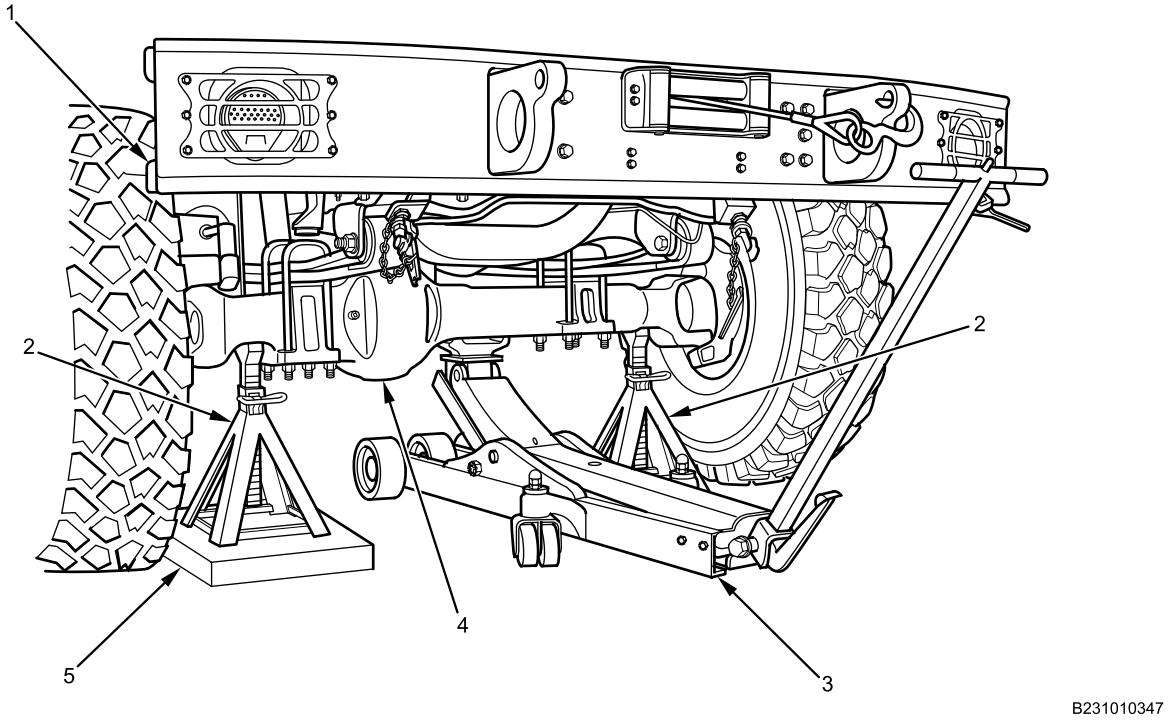

Figure 1. Raising Front Axle.
1. Using 20-ton floor jack (Figure 1, Item 3), raise front axle (Figure 1, Item 4) so that bottom of front bumper (Figure 1, Item 1) is 49 inches (124.5 cm) off ground.
2. Position 10-ton jackstands (Figure 1, Item 2) on filler blocks (Figure 1, Item 5) under front axle (Figure 1, Item 4) for safety.